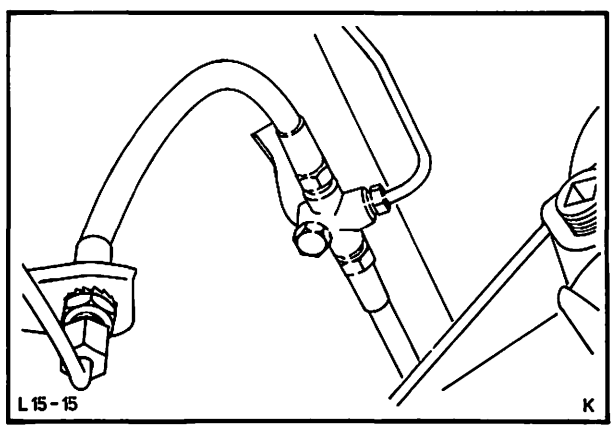

Abb. 42 Verteilerstück – Bremsleitung an Bodenblech schrauben
13. Verteilerstück-Bremsleitung an Bodenblech schrauben. Abb. 42.